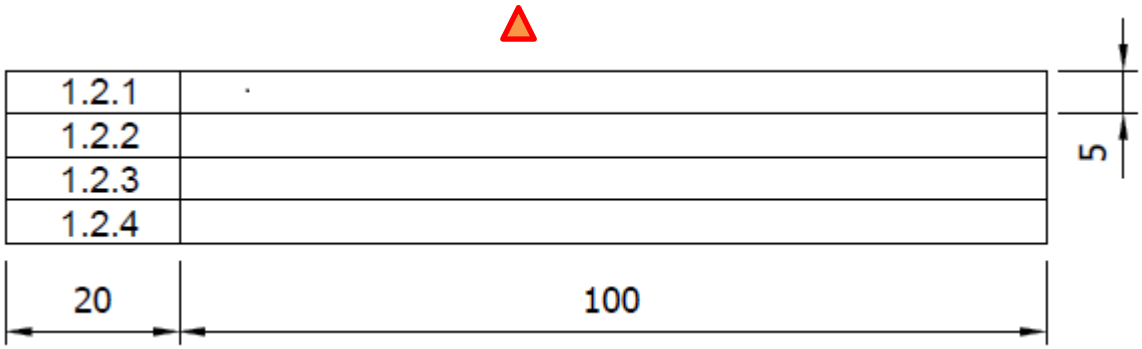

FIGURE 1 (1)
1.1 Draw, full size, the answer block shown in FIGURE 1 on the DRAWING SHEET.